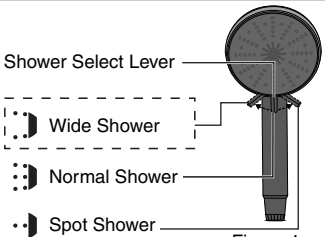

Figure 1
Step 1 : Push the Push On-Off Button and select Wide Shower type on the Shower Head using the Shower Select Lever (refer Figure 1).